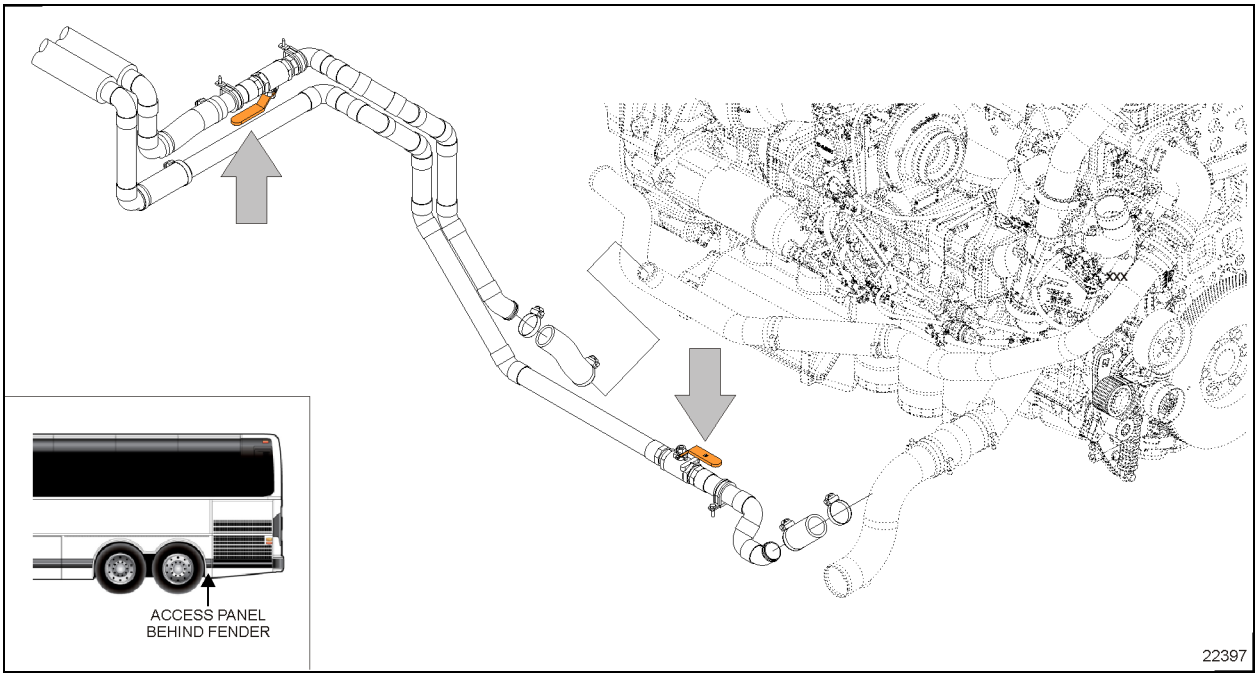
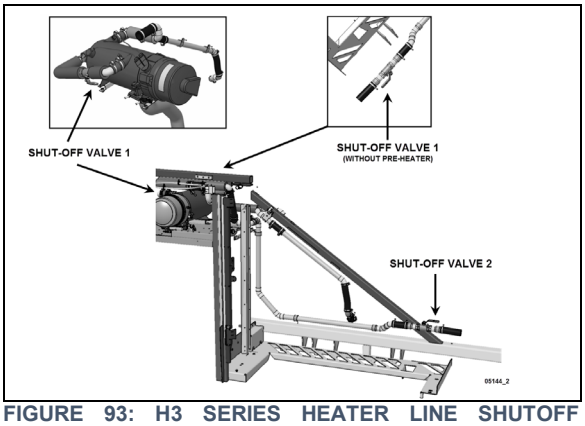

FIGURE 92 X3 SERIES HEATER LINE SHUT-OFF VALVES- (ALLISON TRANS. PIPING ARRANGEMENT SHOWN)
**FIGURE 93: H3 SERIES HEATER LINE SHUTOFF VALVES** 05144
3. Close the hot water lines shutoff valves located next the engine on street side (see Figure 92 or Figure 93).
2. Close both heater line shutoff valves (Figure 92 or Figure 93). One is located in the engine compartment, lower road side, near the radiator while the other one is located behind the L.H. hinged rear fender near the preheater.